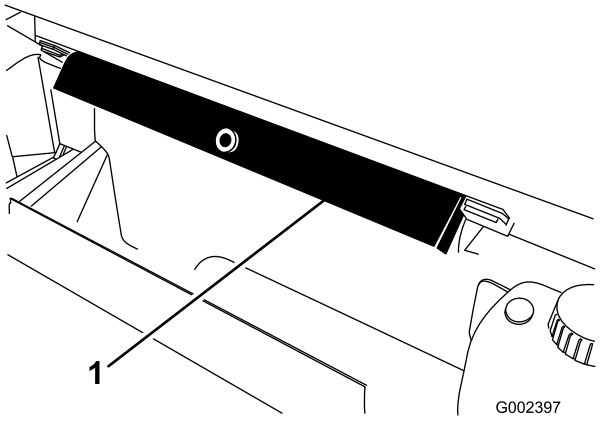

Figur 37
2. Fjern ladstøtten fra opbevaringsbeslagene bag på styrtbøjlepanelet (Figur 37).